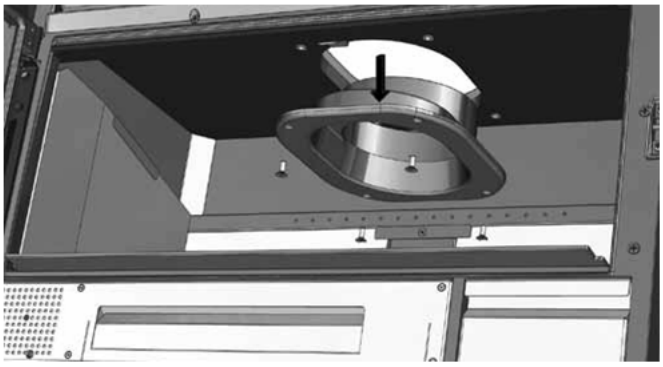

FIG. 12
2. Sacar la chimenea tirando de ella hacia abajo **¡CUIDADO! SUJETE LA CHIMENEA CON UNA MANO ANTES DE SOLTAR EL ÚLTIMO TORNILLO, DE NO SER ASI LA CHIMENEA PUEDE CAER** (Fig. 12).